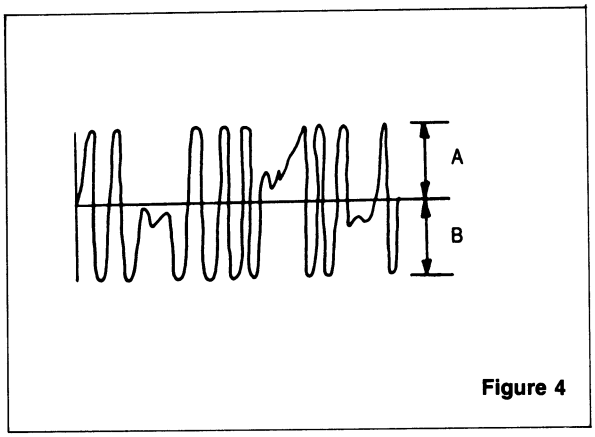

Figure 4
- Adjust VR201 so that oscilloscope resembles the figure shown in Figure 4, where A = B.